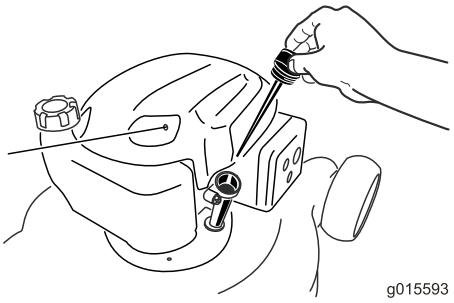

Figur 13
2. Ta ut oljestickan (Figur 13) och häll på olja i påfyllningsröret till ungefär 3/4 av vevhusets oljekapacitet.